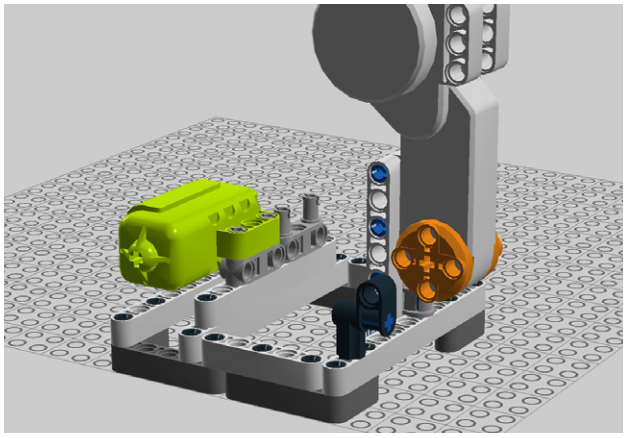

Figure 9-98. *Step 93: Connecting the touch sensor*
93. Connect a touch sensor as seen in Figure 9-98.